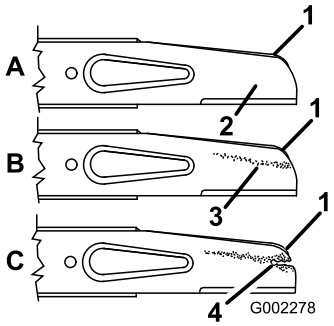

Figur 21
2. Avlägsna knivbulten, låsbrickan, acceleratorn och kniven (Figur 21).